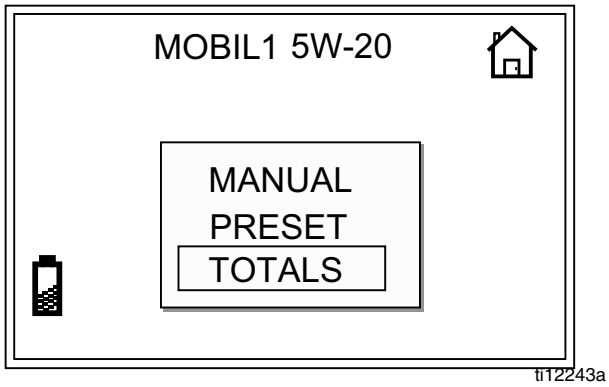

FIG. 27
1. Depuis l'écran d'accueil, utilisez les FLÈCHES HAUT ou BAS pour sélectionner TOTAUX (FIG. 27).